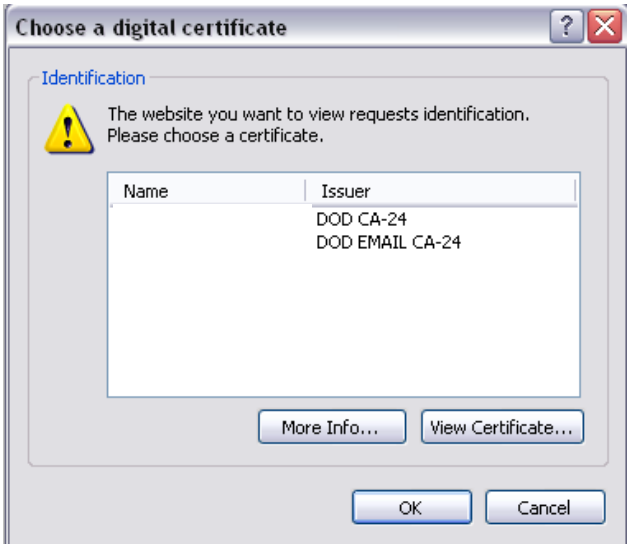

Figure 1.4
f. The system will then prompt you to verify your identity from your CAC, or other DoD-issued Public Key Infrastructure (PKI) credentials as shown in Figure 1.4